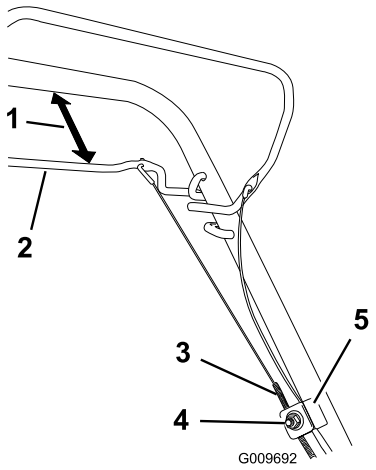

Bild 27
1. Lösen Sie die Kabelstützenmutter (Bild 27).
2. Halten Sie den Selbstantriebsbügel 25 mm bis 38 mm vom Bügel entfernt (Bild 27).
3. Ziehen Sie den Kabelmantel (zum Rasenmäher), bis das Kabel stramm ist (Bild 27).